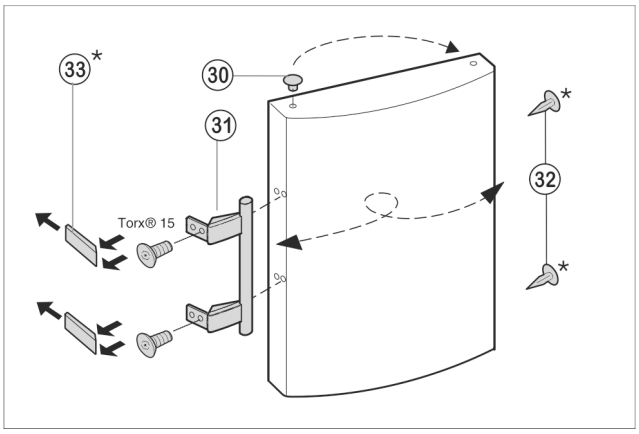

Fig. 10
- ▶ Enlever le bouchon *Fig. 10 (30)* du coussinet de la porte et le mettre de l'autre côté.
- ▶ Démonter la poignée de porte *Fig. 10 (31)*, le bouchon *Fig. 10 (32)* et les plaques d'appui *Fig. 10 (33)* puis les repositionner sur le côté opposé